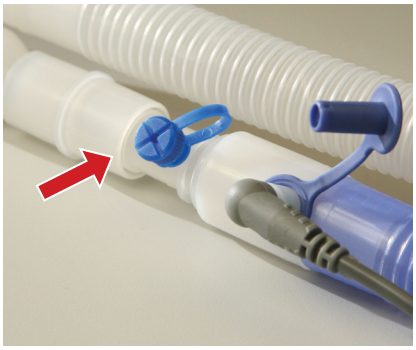

Figure 3-48 Luer fitting capped
2. Cap the Luer fitting on the Gas Sample Tee (Figure 3-48).